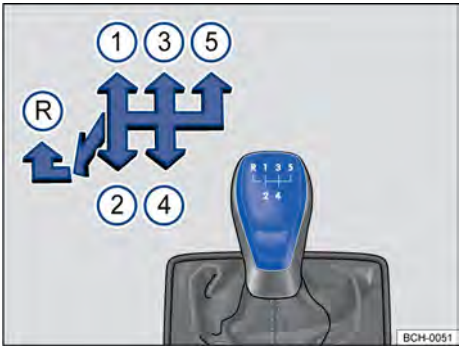

Fig. 91 Esquema de troca de marchas da transmissão manual de 5 marchas.
As posições de cada uma das marchas estão representadas na alavanca de troca de marcha → Fig. 91.
– Empurrar a alavanca de troca de marcha totalmente para a esquerda e depois para frente até a posição da marcha a ré → Fig. 91 Ⓡ.